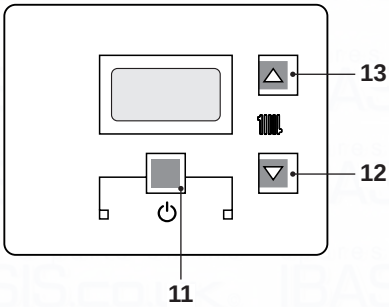
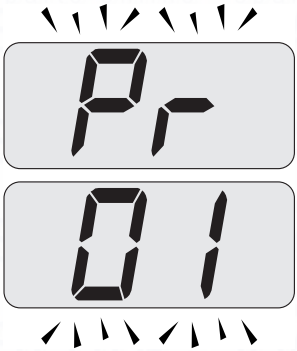

Fig. 7.47
Fig. 7.48
- Enter the ”programming mode” by pressing keys 11 - 12 - 13 (Fig. 7.47) for 10 seconds at the same time until the letters **Pr** that alternate with code **01** are displayed on the LCD display, indicating that ”parameter 01” (Fig. 7.48) has been activated.
- Press keys 11 and 13 (Fig. 7.47) at the same time until the value of parameter 06 (40=Advance Plus 16S or 41=Advance Plus 25S or 42=Advance Plus 30S) is displayed on the LCD display (Fig. 7.49).
- Press keys 11 and 12 (Fig. 7.47) at the same time to exit without changing the value (return to the parameters list Fig. 7.48).
- Press keys 11 - 12 - 13 (Fig. 7.47) at the same time for 10 seconds to exit the ”programming mode”.